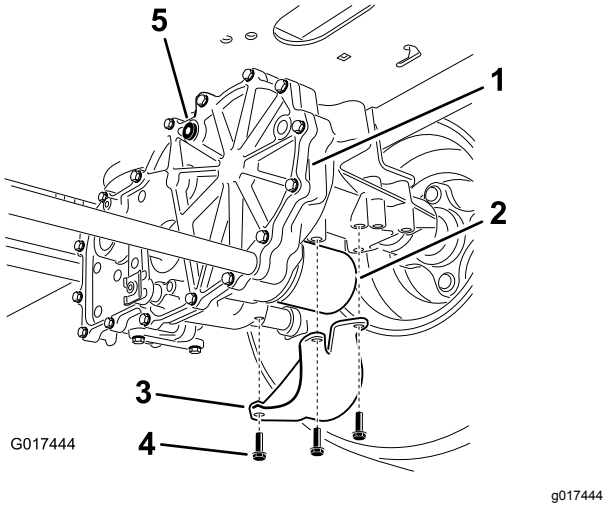

**Figur 73**
2. Find filteret og skærmene på hver transakseldrivsystem (Figur 73).
3. Fjern de tre skruer, der fastgør filterafskærmningen og afskærmningen (Figur 73).